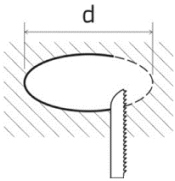

Рисунок 3.
5.3. Подготовьте отверстие в поверхности, диаметр отверстия рекомендуется выбирать из таблицы 1 (см. рисунок 3).